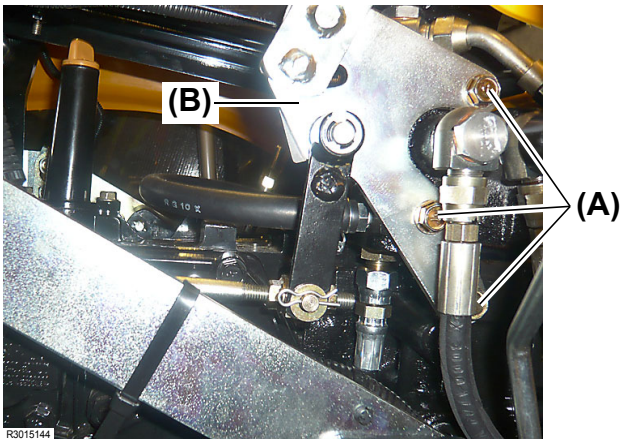
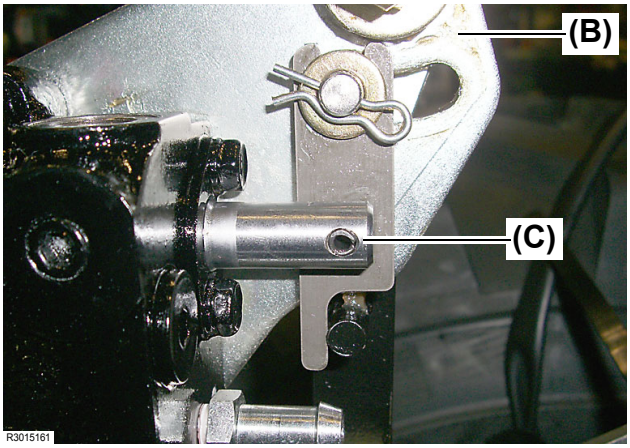

Fig. 5
Fig. 6
5. Remove the three (3) bolts **(Fig. 5, (A))**. Then separate the link stay **(Fig. 5, 6, (B))**.
- Separating the link stay **(Fig. 5, 6, (B))** causes the valve spool **(Fig. 6, (C))** in the link stay **(Fig. 5, 6, (B))** to fall off.
For assembling, apply grease to the valve spool **(Fig. 6, (C))** and follow the direction shown in the photo **Fig. 6**.